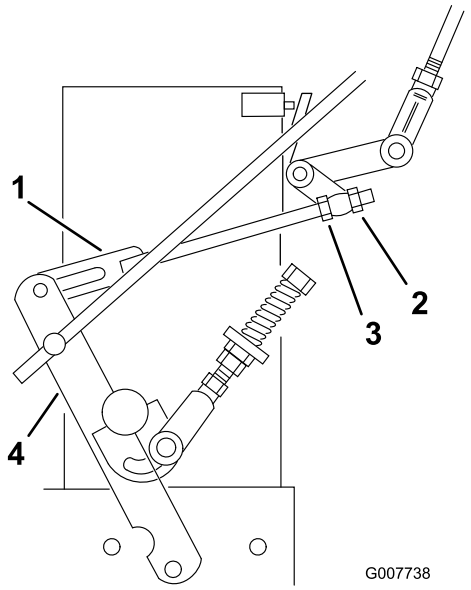

Figura 34
8. Afloje la tuerca de ajuste delantera del acoplamiento izquierdo del control hidráulico, según se muestra en Figura 34.
9. Gire la tuerca de ajuste izquierda trasera en el sentido contrario a las agujas del reloj hasta que la rueda gire hacia adelante (Figura 34).
10. Gire la tuerca de ajuste trasera en el sentido de las agujas del reloj, 1/4 de vuelta a la vez. Luego mueva la palanca de control de la velocidad hacia adelante y hacia atrás a punto muerto. Repita esto hasta que la rueda izquierda deje de girar hacia adelante (Figura 34).